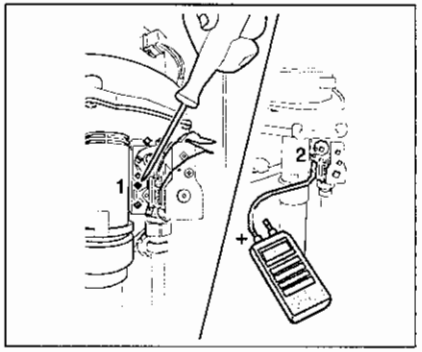

afb. 31 Gas/luchtverhouding meten
- Draai de schroef in de bovenste meetnippel (branderdrukmeetnippel) twee onwentelingen los (afb. 31, **pos. 1**).
- Verbind de plusaansluiting van het drukmeetapparaat met een slang met de meetnippel voor de branderdruk (afb. 31, **pos. 2**).